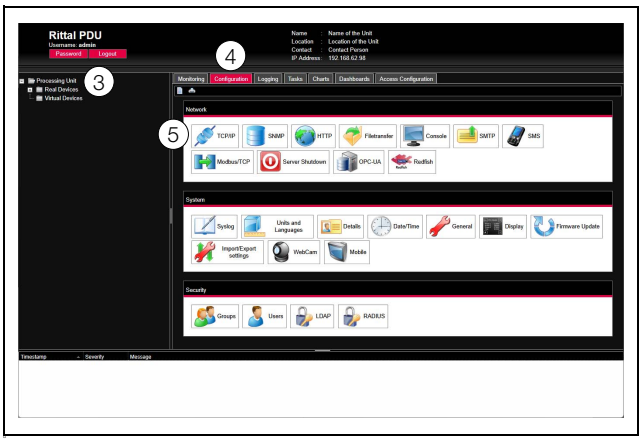

Abb. 36: Anpassen der TCP/IP-Einstellungen
- Klicken Sie im linken Teilbereich des Übersichtsfensters (Navigationsbereich) auf den Eintrag **Processing Unit** (Abb. 36, Pos. 3) und im rechten Teilbereich (Konfigurationsbereich) die Registerkarte **Configuration** (Abb. 36, Pos. 4).
- Klicken Sie im Gruppenrahmen **Network** auf die Schaltfläche **TCP/IP** (Abb. 36, Pos. 5).